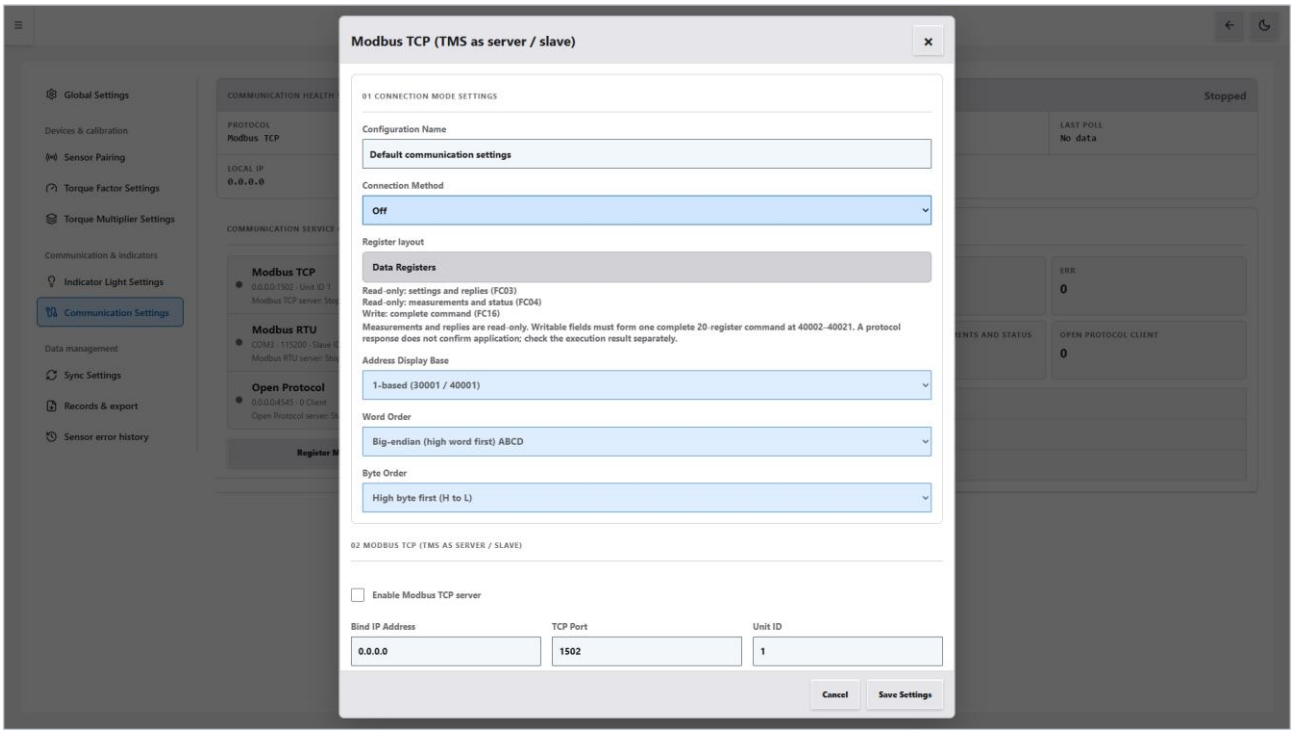

Figure 13-2 Modbus TCP settings window
2. In TMS, open “Communication Settings” and click ⚙ on the right of the “Modbus TCP” row. The “Modbus TCP (TMS as server / slave)” window opens (see Figure 13-2).